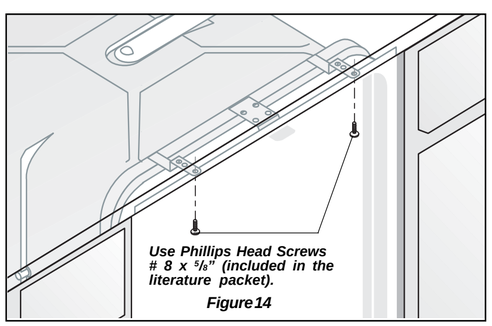

Figure 14
3. Adjust levelers (see Step 5) so mounting brackets touch underside of countertop. IMPORTANT: Dishwasher must rest on floor—do not hang from countertop. See Figure 14.